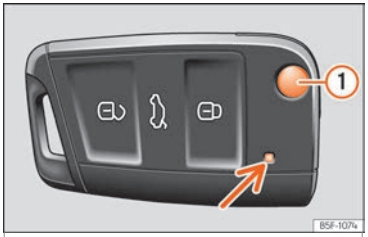
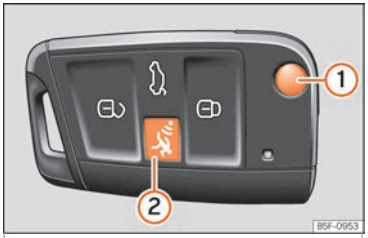

Fig. 140 Vehicle key
Fig. 141 Vehicle key with alarm button.
When a button on the vehicle key is pressed, the control lamp flashes ››› Fig. 140 (arrow) once briefly, but if the button is held down for a longer period the control lamp flashes several times, such as in convenience opening.
Press button (1) ››› Fig. 140 or ››› Fig. 141 to unlock and unfold the key shaft.
- **If the buttons of the vehicle key are pressed ››› Fig. 140 or ››› Fig. 141 or one of the central locking buttons ››› page 129 is pressed repeatedly in short succession, the central locking briefly disconnects as protection against overloading. The vehicle is then unlocked. Lock it if necessary.**